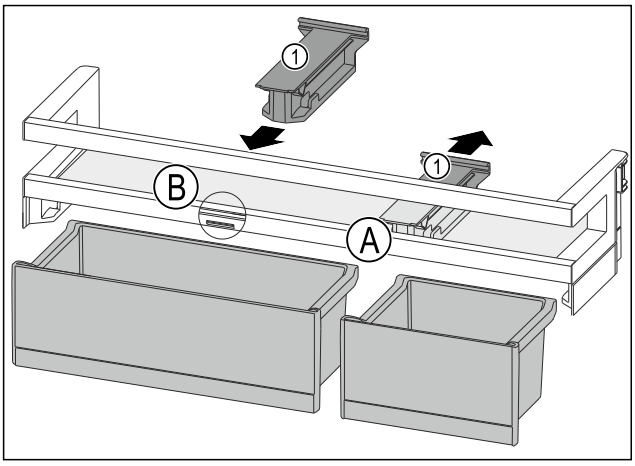

Fig. 187
▶ Take off the holding part *Fig. 187 (1)* in position *Fig. 187 (A)* backwards.
▶ Insert the holding part *Fig. 187 (1)* in position *Fig. 187 (B)*.